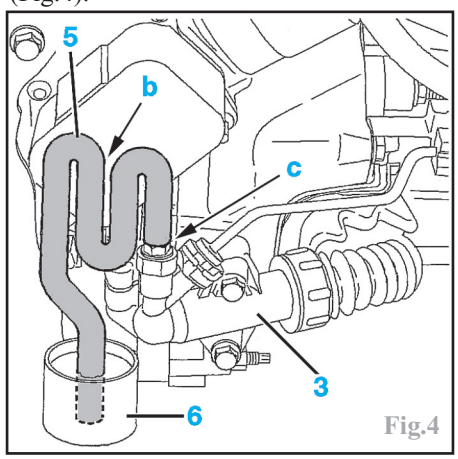

Fig.4
Accoupler un tuyau transparent (5) sur la vis de purge (c) du cylindre récepteur (3) (Fig.4).